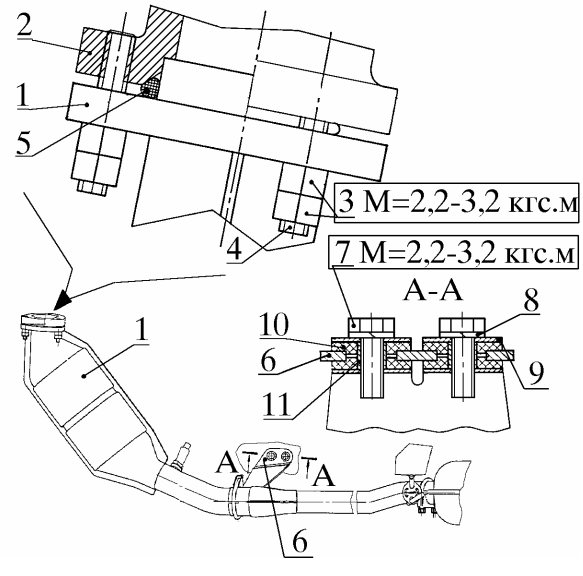

Рис. 34. Присоединение нейтрализатора системы выпуска газов к двигателю:
5.9. **Присоединить нейтрализатор 1** (рис. 34) к выпускному коллектору и кронштейн 6 к КПП в последовательности, обратной снятию (см. пп. 4.14, 4.15), при этом руководствоваться следующими техническими требованиями: